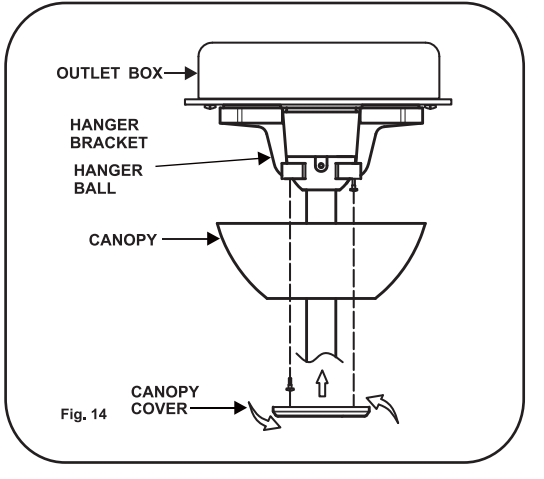

Fig. 14
Step 2. Slide the canopy up towards the hunger bracket and place the key hole on the canopy over the screw on the hanger bracket turn canopy until it locks in place at the narrow section of the key holes. (Fig. 14)